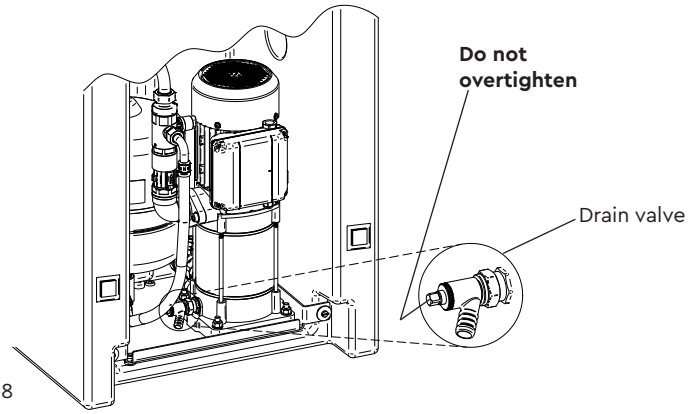

Fig. 18
b) Isolating the water supply to the tank and attaching a flexible hose to the drain valve (see Fig. 18).